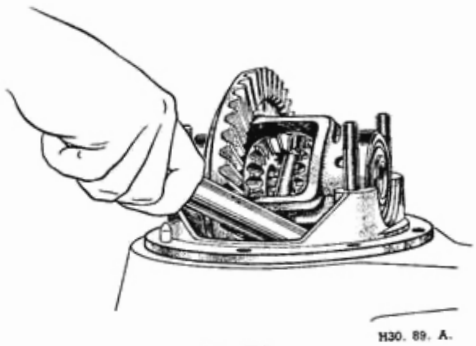

Fig. H.5.
(1) Remove the bearing caps, having marked them so that they can be replaced in their original positions. Lever out the differential cage and bearings (see Fig. H.5).
(2) Remove the lockplates and bolts, then take off the crown wheel.
(3) The ball races should be a tight fit on each end of the differential cage and if found to be loose, a new cage will be needed. Service Tool 18G47C and adaptor 18G47M should be used to remove them. Preserve the shims under each bearing for re-use.